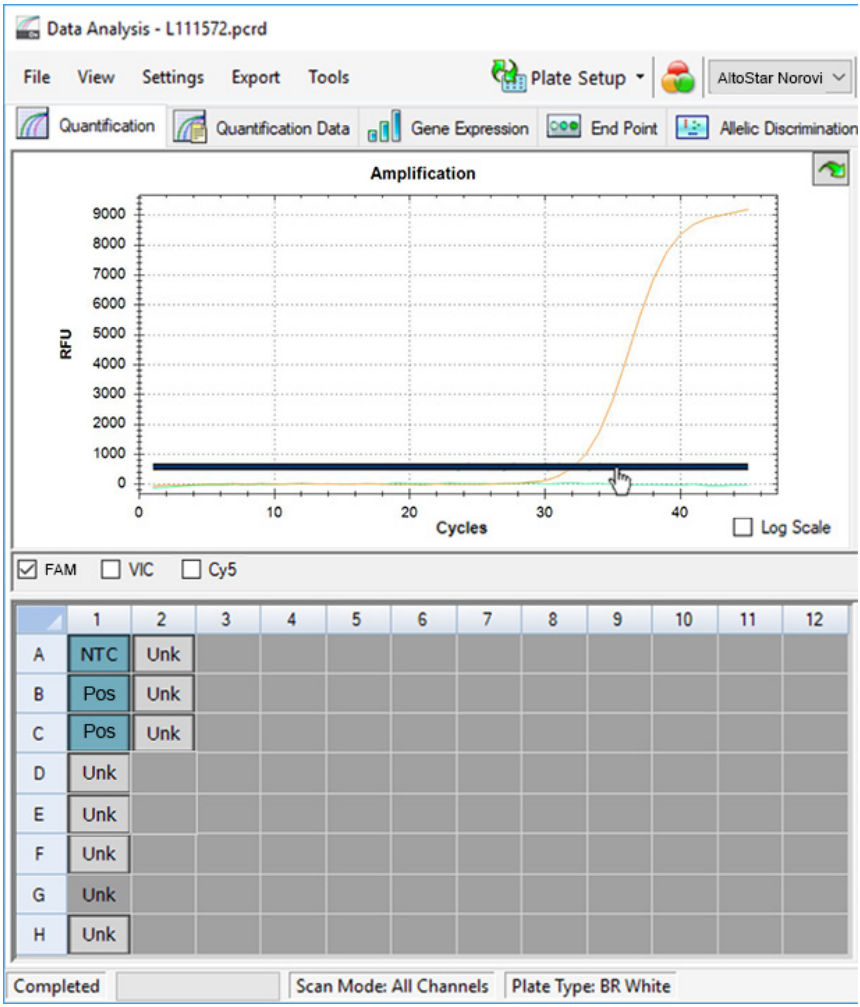

Figura 10: Finestra Data Analysis (Analisi dei dati): impostazione della soglia FAM™
5. Sul lato sinistro della finestra Data Analysis (Analisi dei dati) togliere il segno di spunta dalla casella di controllo **VIC** e spuntare solo la casella di controllo **FAM** per il canale di rilevamento del target Norovirus GII (vedere figura 10).
6. Selezionare solo i pozzetti contenenti NTC e PC Norovirus GII nella vista piastra della finestra Data Analysis (Analisi dei dati) (vedere figura 10).
7. Trascinare la soglia pozzetto sopra al segnale dell'NTC nell'area esponenziale del segnale PC (vedere figura 10).
8. Per il canale di rilevamento del target Norovirus GI togliere il segno di spunta dalla casella di controllo **FAM** a sinistra della finestra Data Analysis (Analisi dei dati), spuntare la casella di controllo **Cy5** e ripetere i passi 6 e 7 (vedere figura 10).